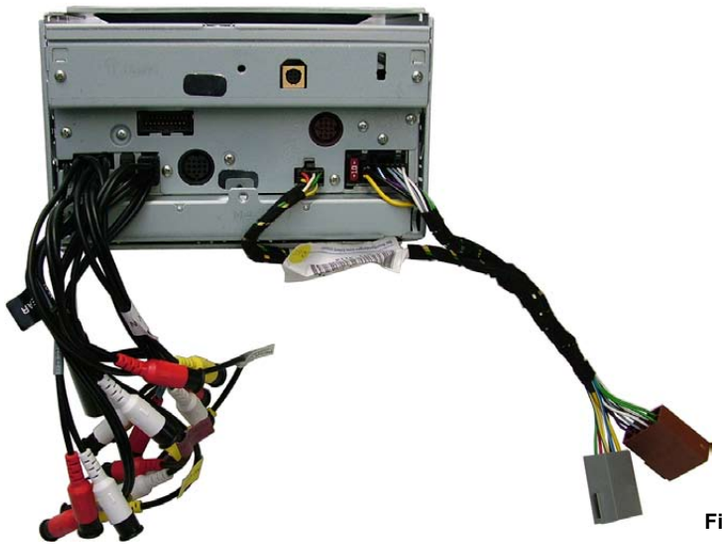

Fig.2
1. Connect the connectors (**Fig.2**) on the rear of the car hi-fi.